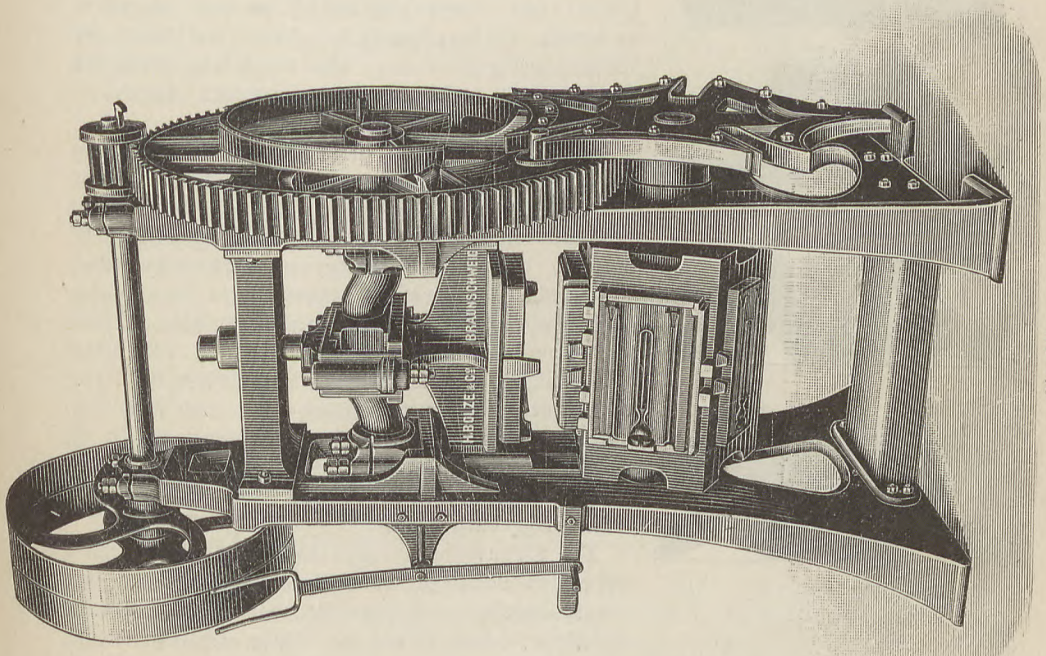

Fig. 148.
b. Revolverpressen, die beständig thätig sind, werden durch Riemen betrieben. Fig. 148 stellt eine solche dar, die von der Firma H. Bolze & Co. in Braunschweig hergestellt wird.